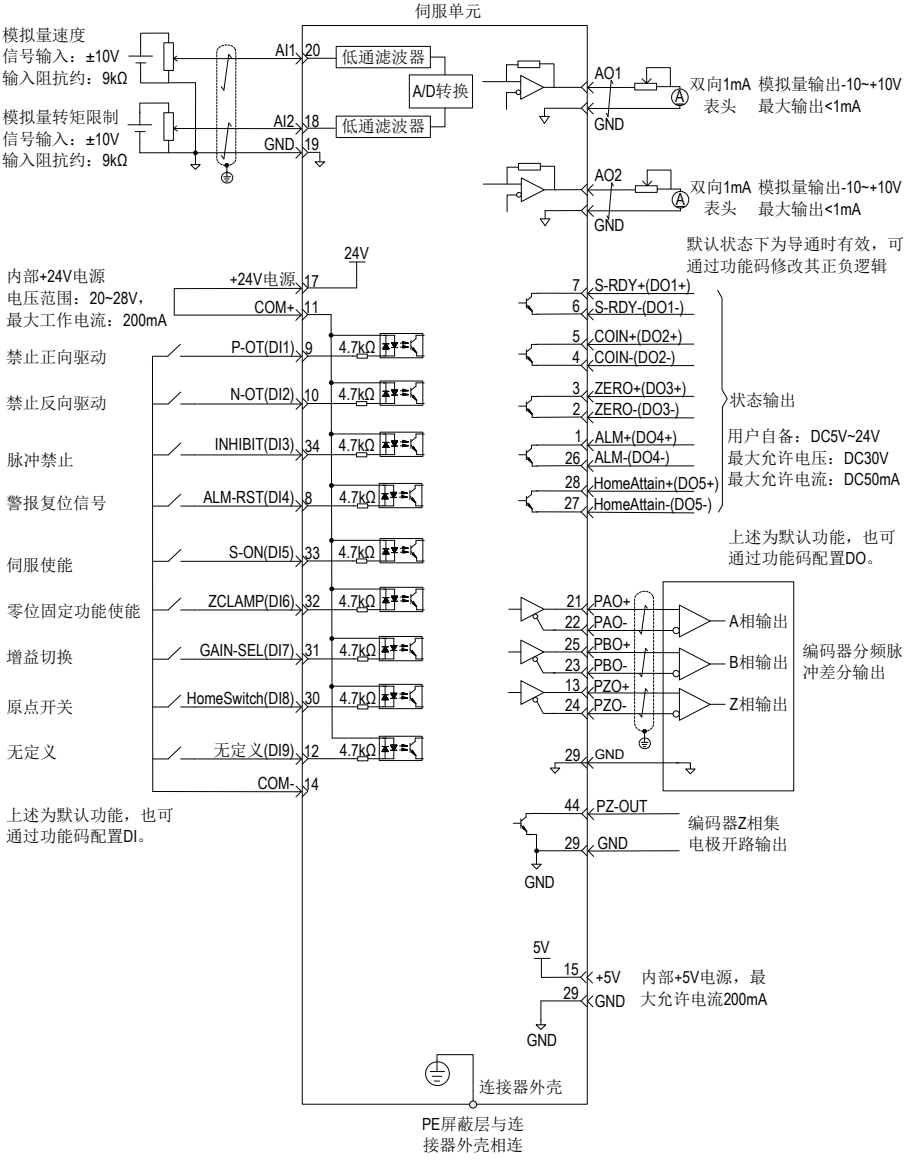

图 4-6 速度模式配线图
3. 参考图 4-6 配线说明连接 CN1 端子中必要的 DI/DO 信号及模拟量速度指令。